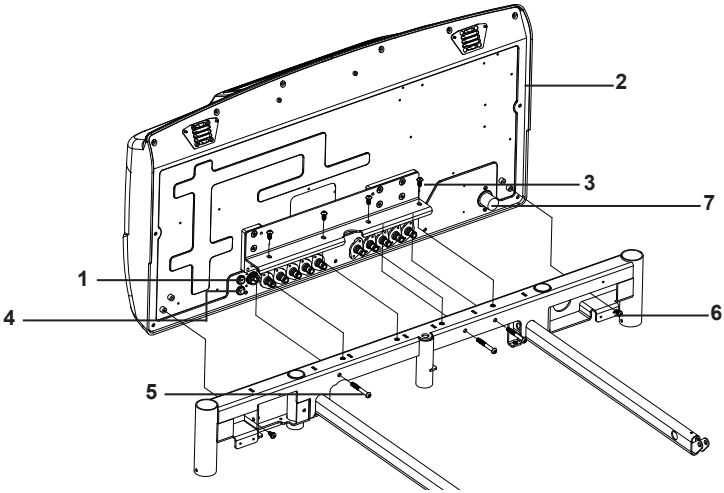

Figura 3: Unidad de control del colchón de aire y soporte de fijación
7. Si todavía no lo está, instale el soporte de fijación de la unidad de control del colchón de aire (véase figura 3, elemento 1) en el reverso de la unidad de control del colchón de aire (2) utilizando los seis tornillos de cabeza hexagonal para empotrado (4).
8. Levante la unidad de control del colchón de aire, incline dicha unidad un poco hacia delante y, a continuación, bájela suavemente hasta introducirla en el armazón. Con cuidado, alinee los orificios situados en la parte superior del soporte de fijación con los orificios del armazón. A medida que la unidad de control del colchón de aire se apoya en el armazón, inclínela hasta una posición totalmente vertical y, al mismo tiempo, vigile que el conector de comunicación (véase figura 3, elemento 7) de la unidad de control se alinee con el orificio del armazón. Procure no dañar los conectores de aire.
10. Instale, sin apretarlos, cuatro tornillos de cabeza plana Phillips introduciéndolos por la parte superior del soporte de fijación (figura 3, elemento 3). (No los apriete todavía).
13. Instale dos tornillos de cabeza plana Phillips (figura 3, elemento 6) en el reverso de la unidad de control, en las esquinas inferiores izquierda y derecha. Apriete los tornillos a 10 Nm.